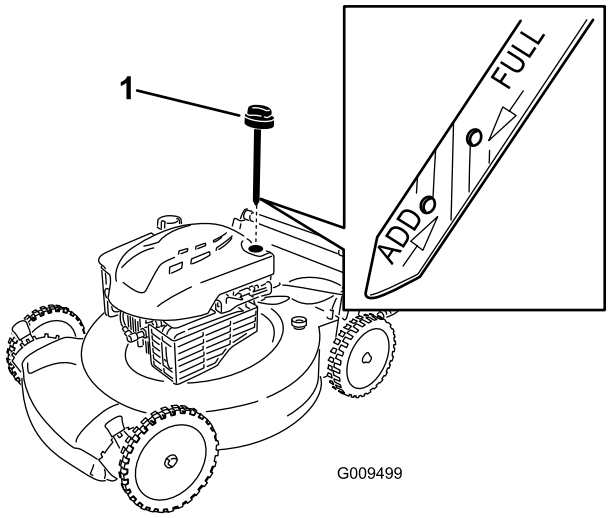

Figura 5
1. Retire la varilla (Figura 5).
2. Vierta **lentamente** aceite en el tubo de llenado hasta que el nivel llegue a la marca **"Full"** (lleno) de la varilla (Figura 5). Después de añadir aceite, espere 3 minutos antes de comprobar el nivel de aceite con la varilla. **No llene demasiado.** (Capacidad máxima: 0,59 l (20 onzas), tipo: SAE 30, aceite detergente con clasificación de servicio API SF, SG, SH, SJ, SL o superior.)